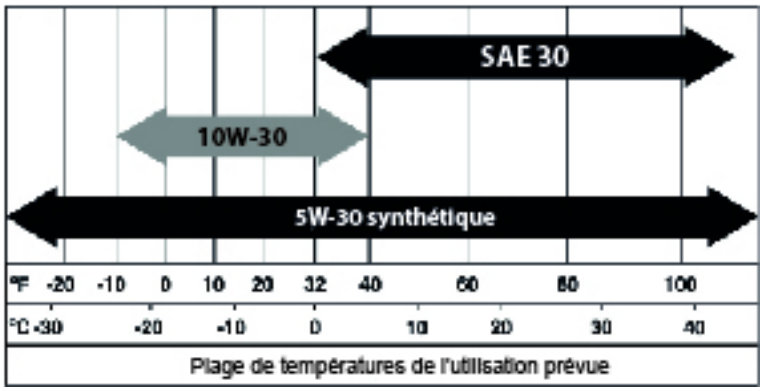

Figure 4-1 : Huile recommandée en fonction de la température
7. Remplissez le moteur avec l'huile recommandée appropriée. Pour l'huile recommandée, voir Figure 4-1.